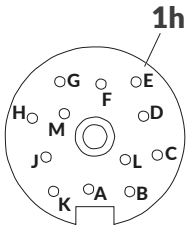

Rys. 6.
Interfejs **RS-232/RS-485** służy do przesyłania do drukarki danych z urządzeń zewnętrznych takich jak, np. czytnik kodów kreskowych/matrycowych, waga. Dane te mogą zostać wydrukowane z użyciem obiektu typu **Port komunikacyjny**. Urządzenie zewnętrzne podłączane jest do złącza **1h** (patrz ***Rys. 6***).
Charakterystyka 12-pinowego żeńskiego złącza **1h** (patrz ***Rys. 6***) interfejsu **RS-232/RS-485** znajduje się w tabeli poniżej.
*Na ***Rys. 6*** przedstawiony jest widok złącza od zewnątrz drukarki.*